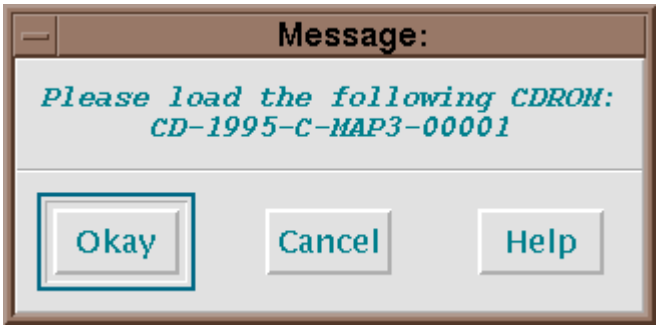

Fig. 86 — MMC prompt to load CAC CD
5) MMC will prompt the user to load the appropriate CAC CD (Fig. 86); load it into the CD changer caddy (Section 4.1).